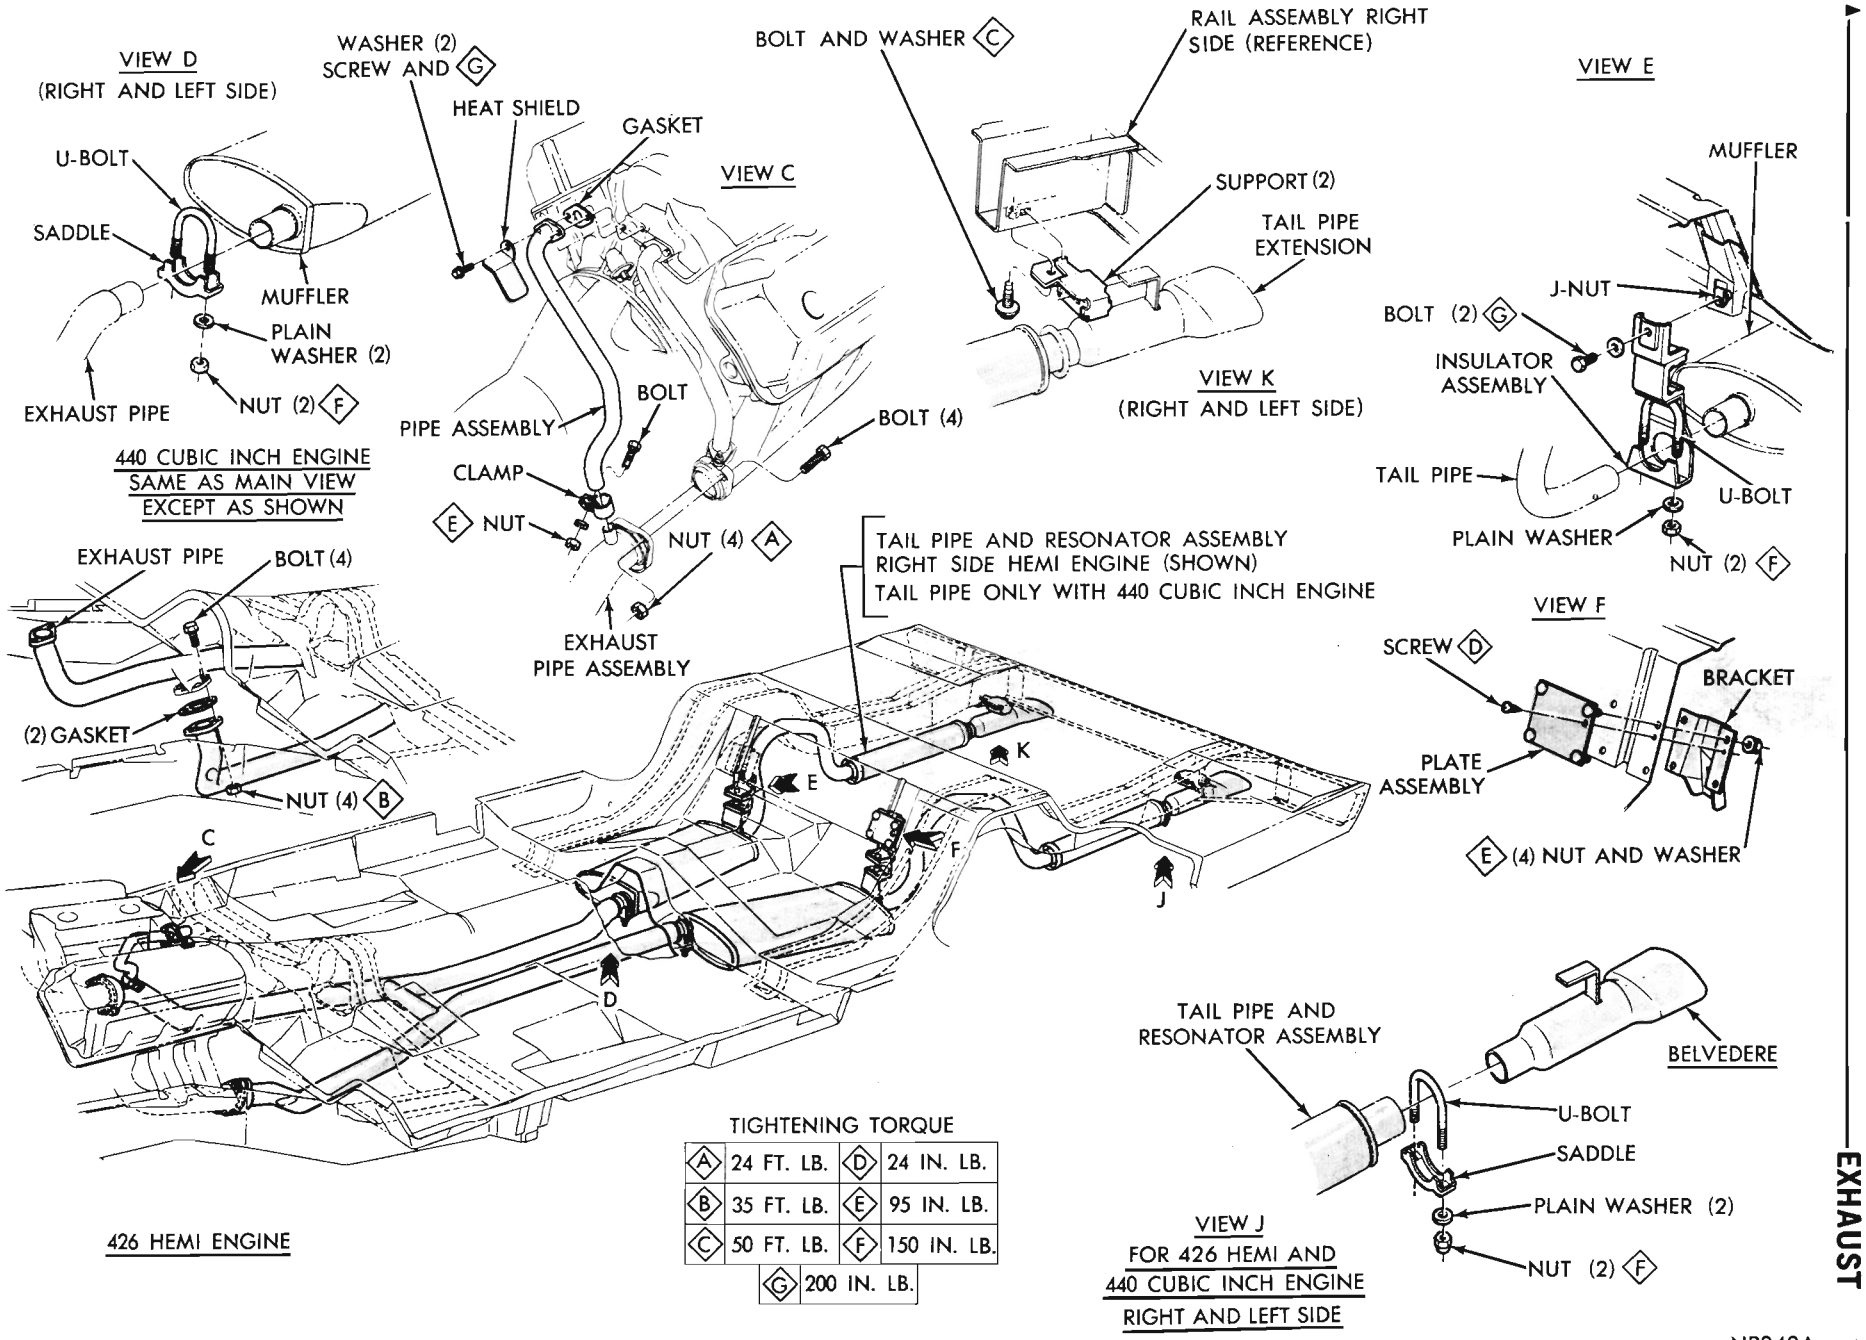

Fig. 8—Dual Exhaust System (Belvedere 426 Hemi, 440 Cu. In. Engines)
The single line exhaust systems (Figs. 1, 2, 4, 5, 6, 9, 10 and 11) use mufflers made of aluminized steel components. Dual exhaust systems (Figs. 3, 7, 8 and 12) use mufflers made of aluminized and stainless steel components. The 426 Hemi has in addition to the regular muffler, an aluminized and stainless steel resonator (Fig. 8). The tail pipes on all models are made of aluminized steel.
(1) At the extension, remove the U bolt and saddle clamping arrangement (Fig. 8).
(2) Remove extension bracket support screw and nut attaching support to crossmember.
(3) Slide extension and support as an assembly from tail pipe.
(4) Withdraw extension bracket from rubber block in support.
(1) Assemble exhaust pipes, mufflers and tail pipes loosely to permit proper alignment (Fig. 8).
(2) Assemble exhaust pipes to exhaust headers, **but do not tighten ball joint nuts at this time.**
(3) Adjust muffler and tail pipe supports to provide proper clearance with underbody and adjacent parts. **Do not fully tighten attaching bolts and nuts at this time.**
(4) Tighten front muffler slip joint U-bolt nuts to 150 inch pounds.
(5) Tighten muffler and tail pipe support attaching bolts to 200 inch-pounds, at same time maintaining proper clearance with adjacent parts.
(6) Tighten tail pipe U-bolt nuts to 95 inch-pounds.
(1) Install exhaust system as prescribed for other models with following additional steps:
(2) Insert extension bracket in rubber block in support assembly.
(3) Slide extension and support as an assembly on end of tail pipe until it bottoms (Fig. 8).
(4) Assemble support assembly to crossmember with screw and tighten to 50 foot-pounds.
(5) Slide "U" bolt and saddle in place on extension and tighten to 95 inch-pounds.